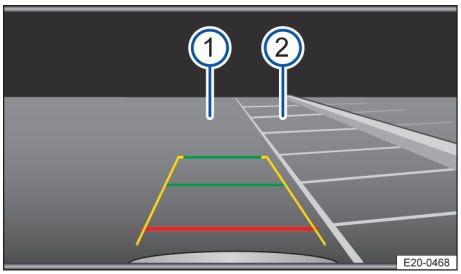

Fig. 127 Affichage à l'écran du système d'infodivertissement : Recherche d'une place de stationnement
3. Positionnez le véhicule devant la place de stationnement → fig. 127 ②.